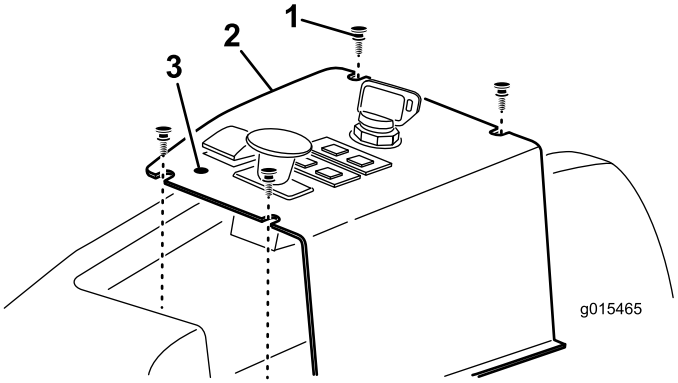

Figur 12
1. Finn og lag hull i kontrollpanelmerket foran løftebryteren for å vise monteringshullene for løftelåsspaken (Figur 12).
2. Ta ut skruene (4) som fester kontrollpanelet til maskinen (Figur 12).